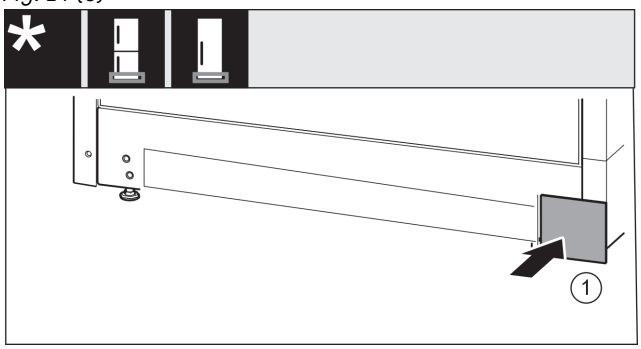

Fig. 15
▶ Снова установите крышку с другой стороны. *Fig. 15 (1)*